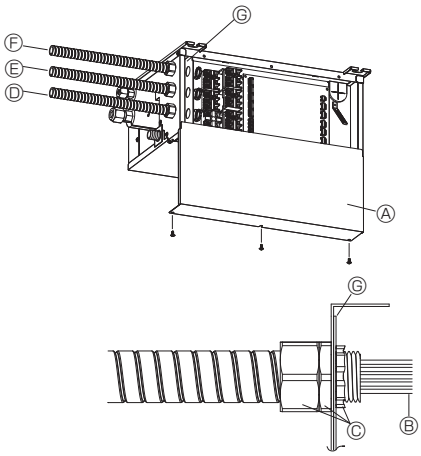

Fig. 9-5
9.1. Utilisation d'un conduit (Fig. 9-5, 6, 7)